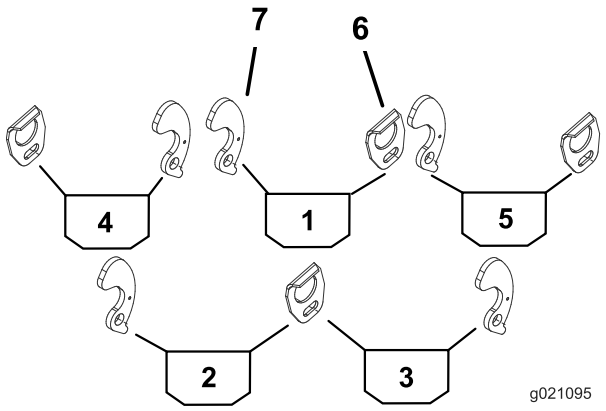
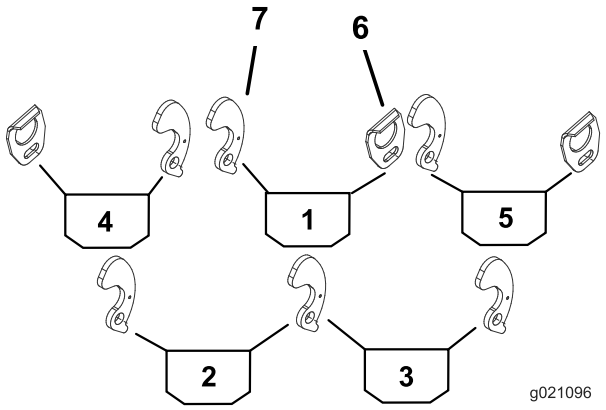

Figure 1
Figure 2
2. Use Figure 1 and Figure 2 to determine the locations at which the basket guides or basket cam locks must be mounted to cutting unit carrier frames.
3. Mount a basket guide to the appropriate side of each cutting unit carrier frame (Figure 1) with a bolt (5/16 x 1/2 inch) and a flat washer (.344 x .875).